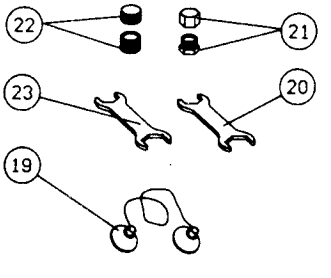

Fig. 3
- Maintenir l'écrou hexagonal (13Q) avec la clé numéro 2 fournie [(23)-fig 3] et dévisser avec la clé numéro 1 fournie [(20)-fig 3] l'écrou hexagonal (5Q).